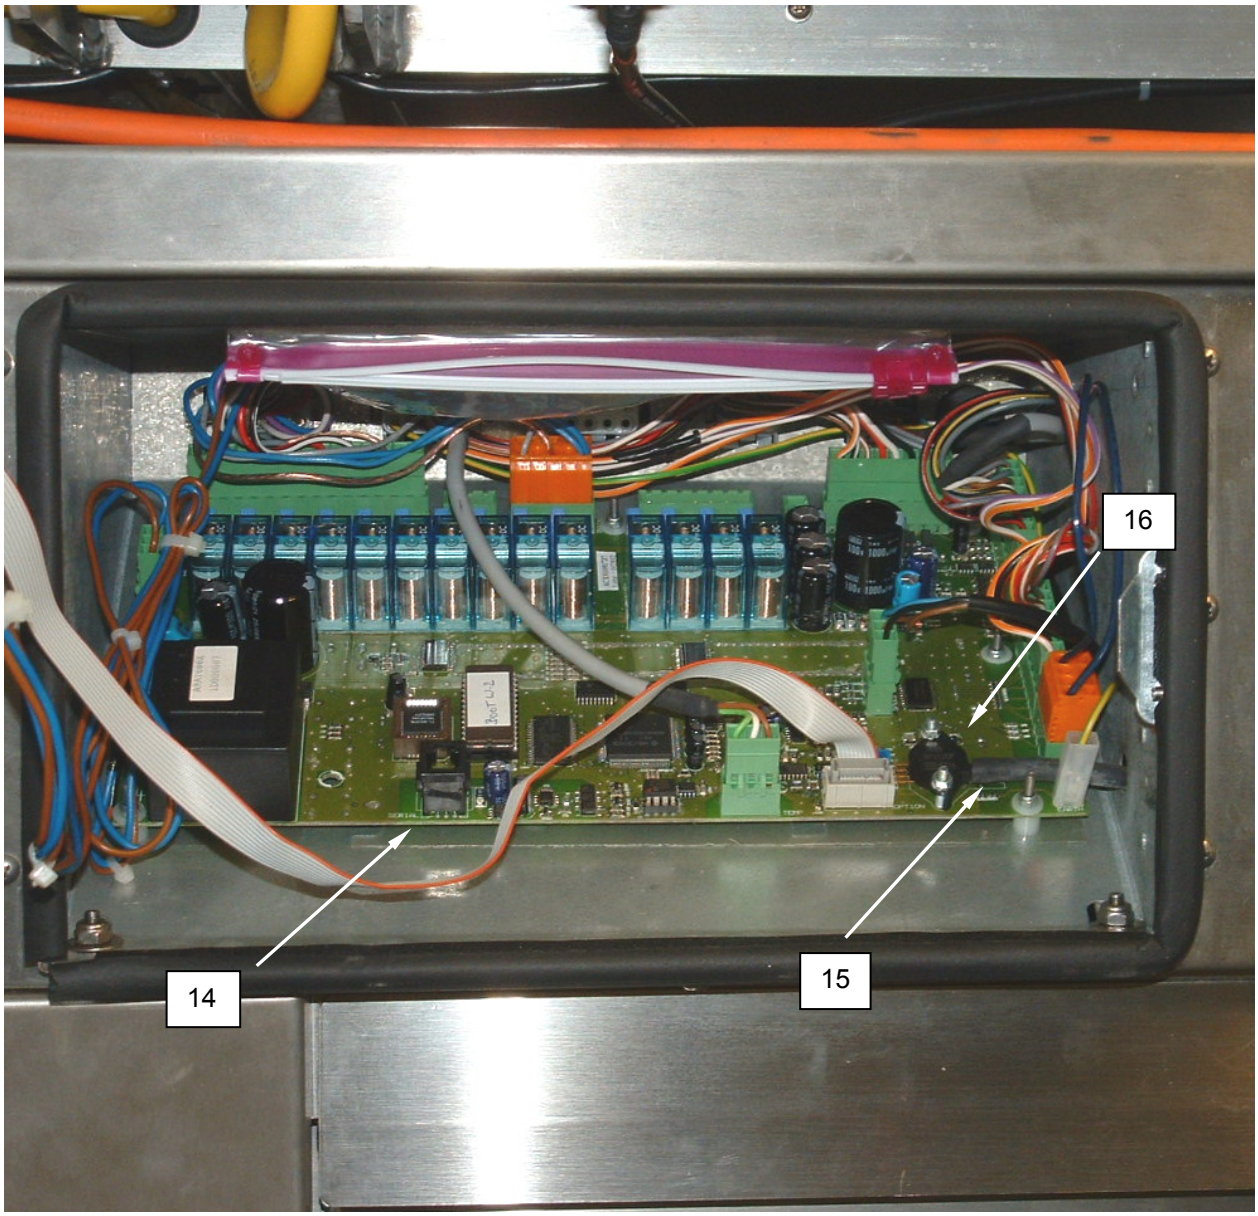

Figure 5. Replace the Microprocessor Board.
3. Tag and disconnect wiring from board **(Figure 5, Item 14)**.
4. Remove screws retaining the board **(Figure 5, Item 14)**, and remove the board.
5. Disconnect level sensing tube **(Figure 5, Item 15)** from the level sensor **(Figure 5, Item 16)**.
6. Connect level sensing tube **(Figure 5, Item 15)** to the level sensor **(Figure 5, Item 16)** on the replacement board.
7. Install replacement board **(Figure 5, Item 14)**, and retain with screws.